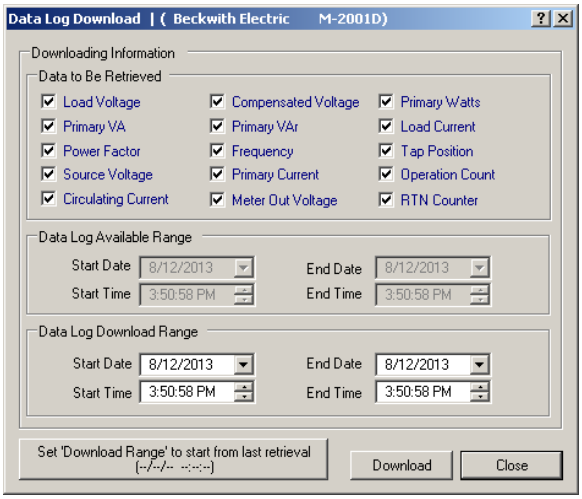

Figure 2-23 Data Log Download Dialog Screen
2. Select **Setup/Data Logging/Retrieve** from the TapTalk toolbar. TapTalk will display a Data Log Download dialog screen (Figure 2-23).